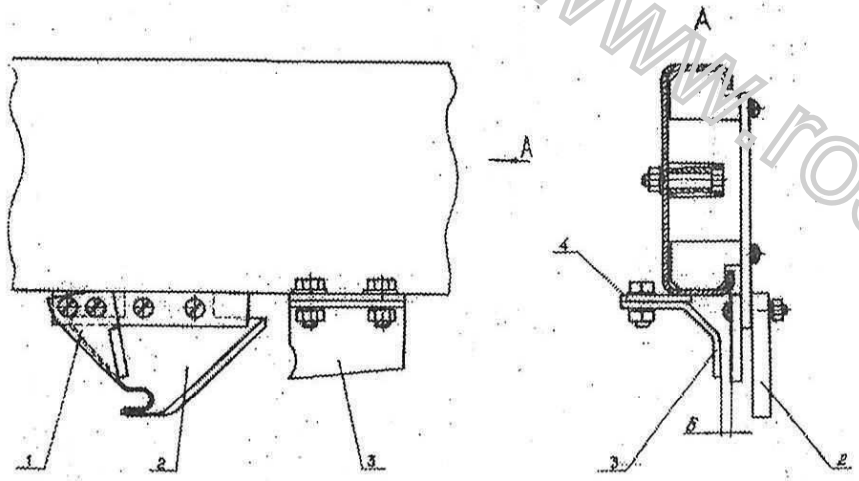

Рис. 7.3.
7.9. Регулировка положения упора относительно ножа обматы-вающего аппарата. Перед регулировкой, вращая шкив *10* (см. рис. 4.6.) подвести нож *1* (рис. 7.3.) к упору *3*. Отрегулировать положение упора *3* так, чтобы зазор *Б* между ним и ножом был 4—6 мм, перемещая упор по кронштейну *4*.